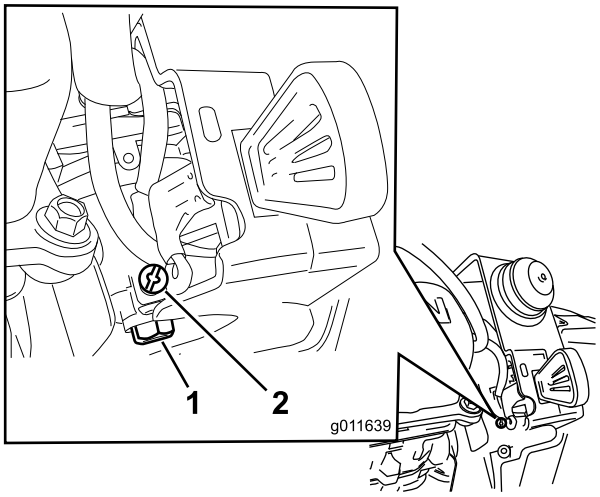

Rysunek 30
A. Odkręć, ale nie wyjmuj, mały wkręt z boku komory gaźnika (Rysunek 30), aż zacznie z niego wypływać paliwo. Spuść paliwo do atestowanego kanistra.